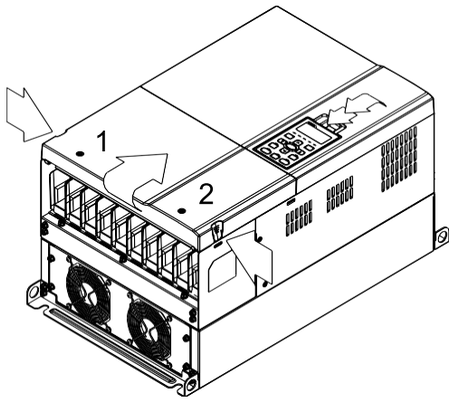

Рис. 1
1. (Рис. 1) Выкрутите винт 1 и винт 2, нажмите на защелки с правой и левой стороны крышки и снимите крышку как показано стрелками на рис. Нажмите на верхнюю часть пульта KPC-CE01 для демонтажа пульта.: 10~12 кг*см (8.6~10.4in-lbf).